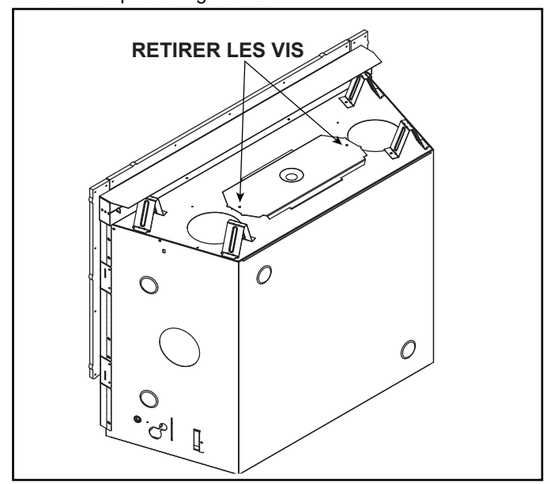

Figure 6.1 RAVE42-IFT-B / RAVE36-IFT-B - Position d'expédition
1. Enlevez et jetez les deux vis. Voir la figure 6.1.